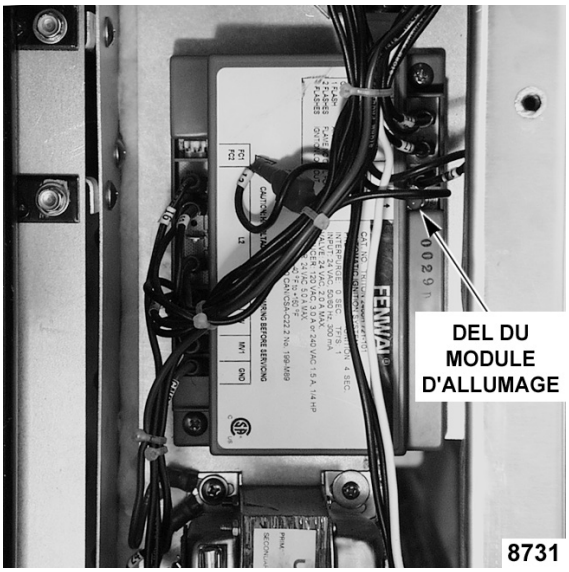

Fig. 12
I. Observez la DEL sur le module d'allumage (Fig. 12). Le module devrait être verrouillé. (Voir le tableau ci-dessous.)